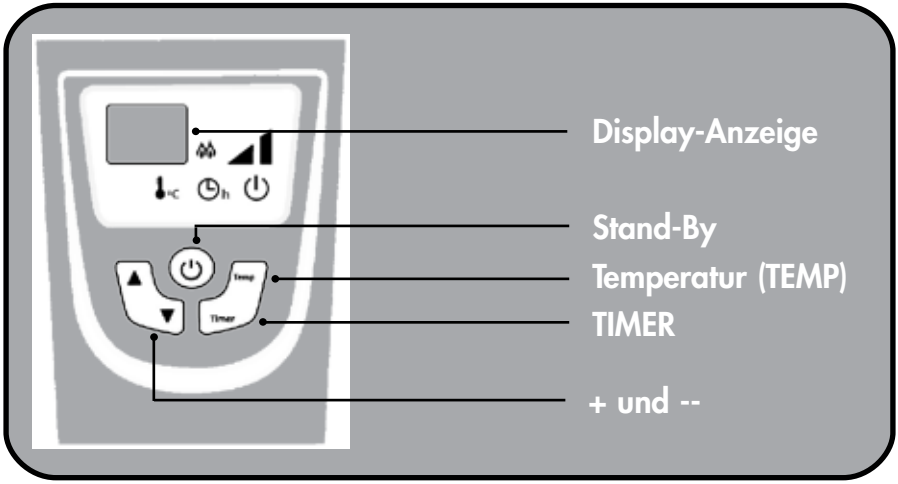

Abb. 2: Display
3. Betätigen Sie nun die Stand-By-Taste (siehe Abb. 2), das Display leuchtet auf und zeigt die aktuelle Raumtemperatur an.
1. Betätigen Sie die Taste "TEMP" (siehe Abb. 2) – die aktuell eingestellte Temperatur erscheint im Display.
2. Nutzen Sie die Tasten ▲ ▼ (siehe Abb. 2) um Ihre Zieltemperatur einzustellen. Hierbei steht Ihnen eine Auswahl zwischen 5°C bis 36°C zur Verfügung. Das Thermometer Symbol erscheint im Display und die Zieltemperatur blinkt für 5 Sekunden bevor sie wieder zur aktuellen Raumtemperatur wechselt.
1. Betätigen Sie die Zeitwahl bzw. TIMER-Taste (siehe Abb. 2) – im Display erscheint das Uhr-Symbol.
2. Nutzen Sie die ▲ ▼Pfeil-Tasten (siehe Abb. 2) um die Laufzeit bis zum Abschalten, einzustellen. Hierbei steht Ihnen eine Auswahl zwischen 1 Stunde bis 18 Stunden zur Verfügung. Die Funktion ist eingeschaltet, sobald das Uhr-Symbol aufhört zu blinken.
1. Das Gerät kann durch Betätigen der Stand-By Taste (siehe Abb. 2) ausgeschaltet werden, befindet sich jedoch in Bereitschaft (z.B. bei kurzen Heizpausen innerhalb eines Tages).